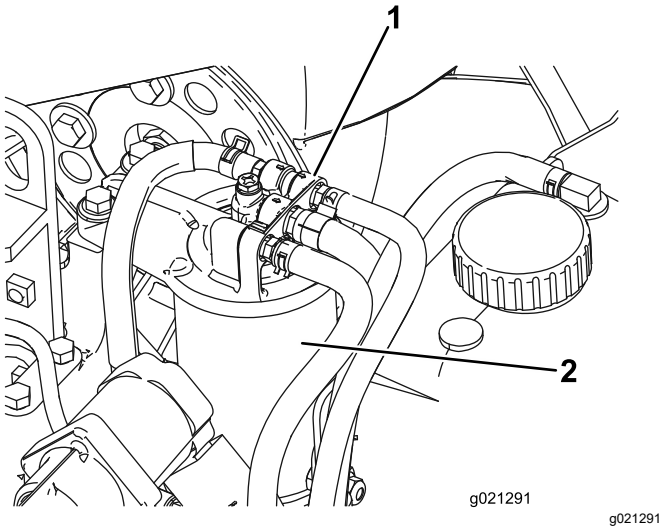

Figur 93
2. Rengør området omkring brændstoffilterhovedet (Figur 93).
3. Afmonter filteret, og rengør filterhovedets monteringsflade (Figur 93).